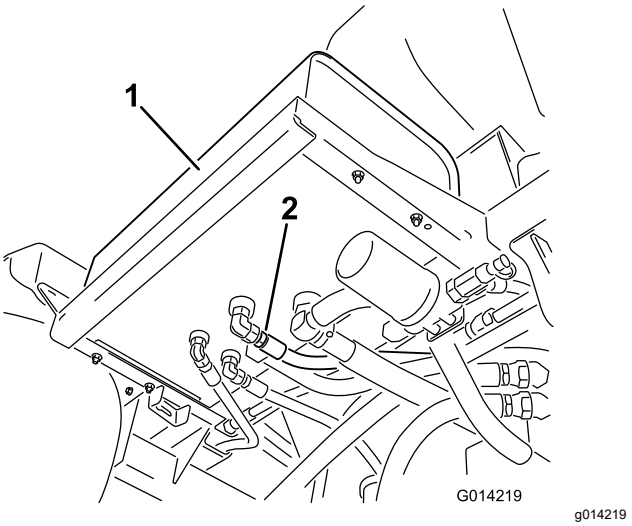

Bild 106
2. Reinigen Sie den Bereich um ein Hydraulikschlauch-Anschlussstück unten am Hydraulikölbehälter (Bild 106).
4. Nehmen Sie das Schlauch-Anschlussstück vom Behälter ab und lassen das Öl in die Wanne laufen (Bild 106).